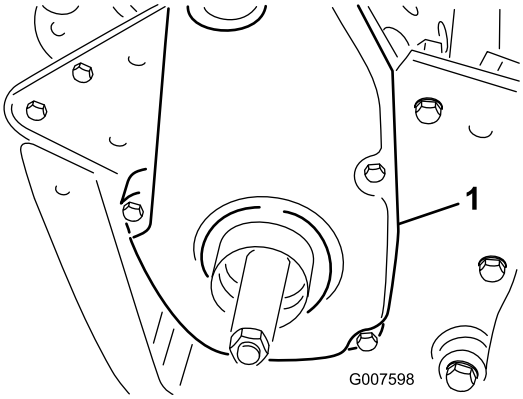

**Rysunek 36**
1. Usuń elementy mocujące pokrywę paska oraz pokrywę paska w celu jego odsłonięcia (Rysunek 36).